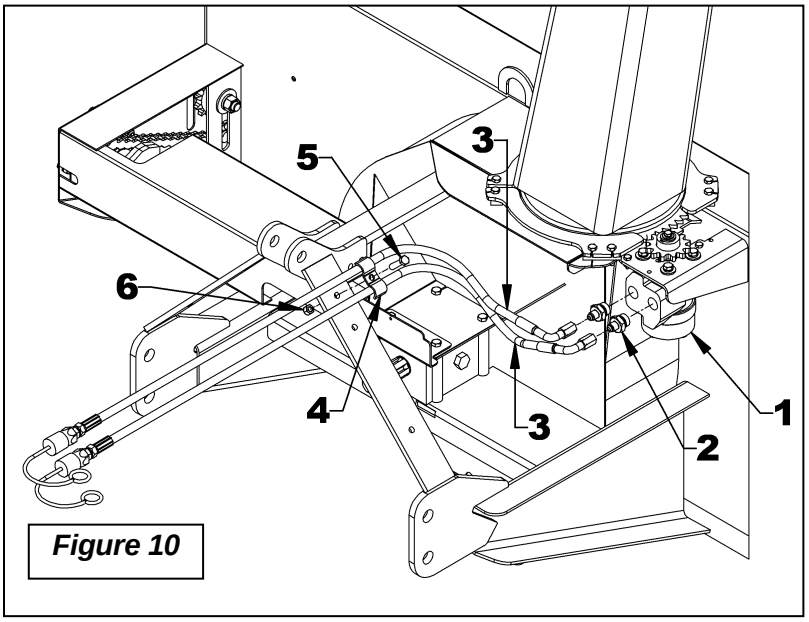

Figure 10
5. **FIGURE 10:** Install a 0.052" flow restrictor (item 2) in each motor input (item 1).
6. **FIGURE 10: NOT INCLUDED:** Connect the two hoses (item 3) on the motor flow restrictors (item 2). Direct the hose elbows toward the snowblower upper arm.
7. **FIGURE 10: NOT INCLUDED:** Run hoses on the snowblower with suitable bend, staying away from sharp edges, nor compromise the snowblower maintenance. Attach to the right or left snowblower three point arm with a hose clamp (item 4), a 3/8"NC x 1 1/2" bolt (item 5) and a 3/8"NC nylon insert locknut (item 6).